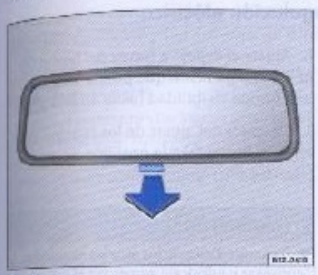

Fig. 73 Detalle de la palanca de la posición antideslumbrante
– Tire de la palanca ⇒ fig. 73 -flecha-, para evitar el antideslumbramiento de los faros de los vehículos que transitan atrás.